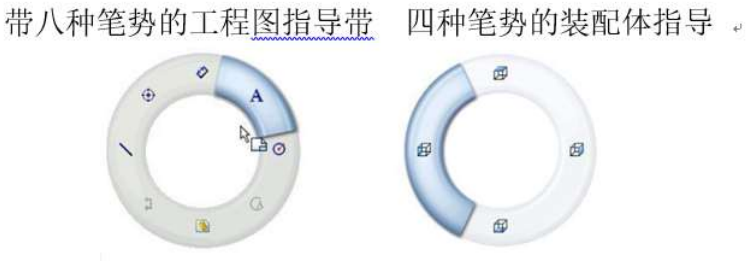
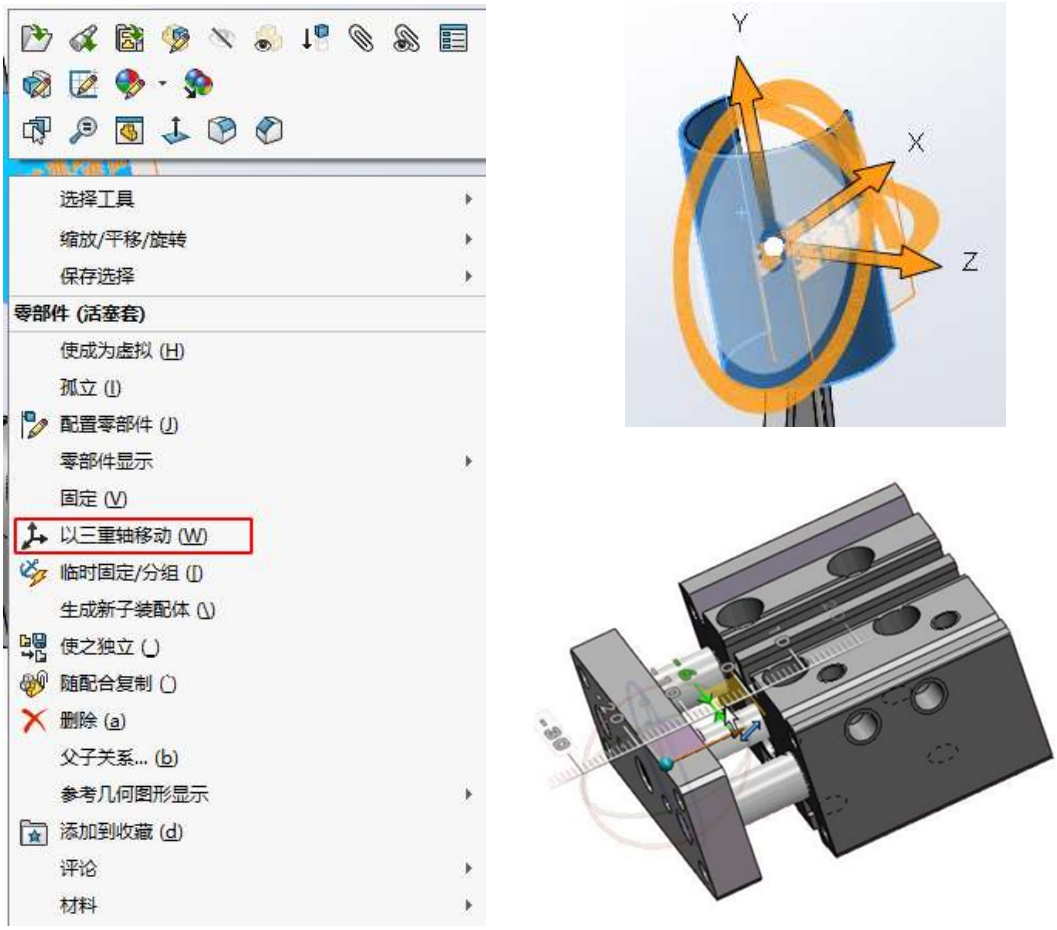

图 1 鼠标笔势示意图
图 2 “以三重轴移动”示意图
⑥最后，机构的装配体结构如图 1 所示，右侧图 2 是其剖面视图，显示内部各个零件的配合关系。